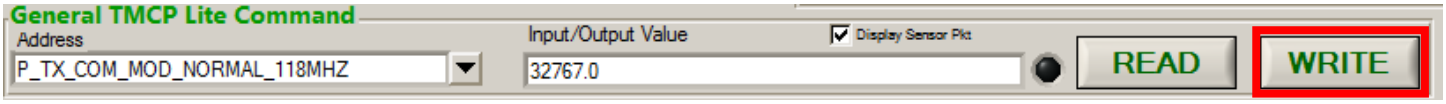
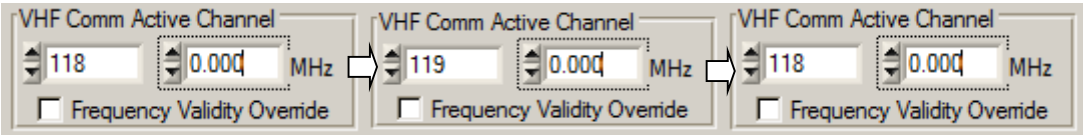

Figure 44 Setting P_TX_COM_MOD_NORMAL_118MHZ to 32767.0
Figure 45 Channeling frequency to 119MHz and back
1) Set software COM modulation level to fully on by setting **P_TX_COM_MOD_NORMAL_118MHZ** to 32767.0 (Figure 44). The radio must be channeled to 119 MHz and then back to 118 MHz for change to take effect (Figure 45).
2) Set software COM modulation level to 0 by setting **P_TX_COM_MOD_NORMAL_118MHZ** to 0.0. The radio must be channeled to 119 MHz and then back to 118 MHz for change to take effect (Figure 45)